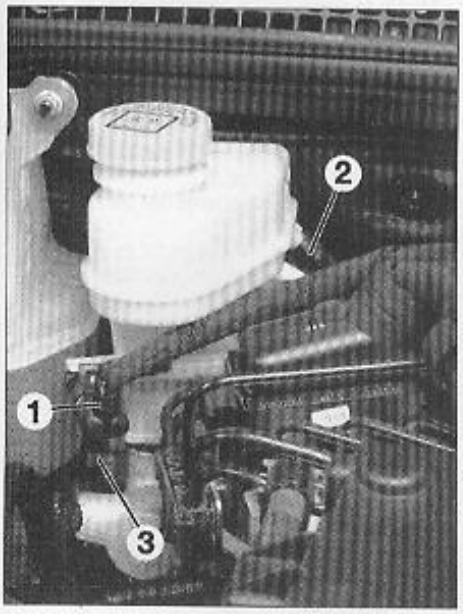

FIG. 15
- le contacteur de niveau mini (1) de liquide de frein (Fig.15).
- le tuyau d'alimentation (2) du circuit d'embrayage.
• Débrancher les 2 canalisations (3) de frein du maître-cylindre (Fig.15 et 16).